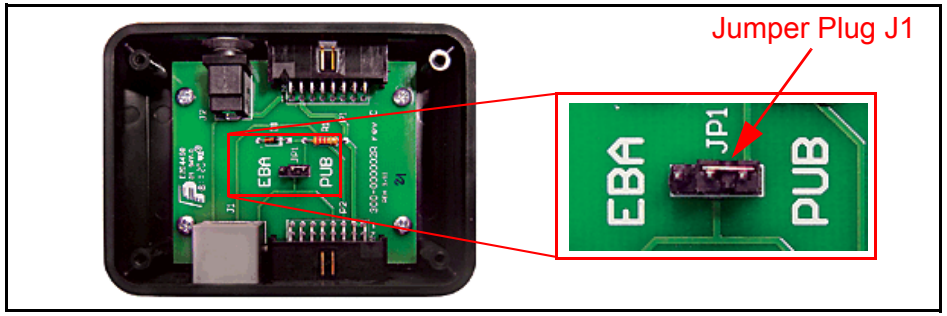

Figure 4 PUB/EBA Adapter Internal Jumper JP1 Location
2. The Figure 4 photo indicates the location of internal Jumper JP1. If working with an EBA-3X Series Validator, position the Jumper Plug onto the two left-side Pins where the Circuit Board Silk-screen Text indicates "**EBA**".
NOTE: The Figure 4 Photo shows the Jumper Plug set for use with a PUB 7/11 Validator